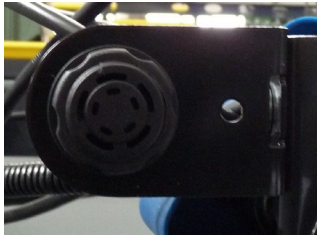

Abb. 10
- **Akustisches Signal:** meldet die angehobene Stellung der Ladefläche. Während der Fahrt muss die Ladefläche abgesenkt sein (Abb. 10).